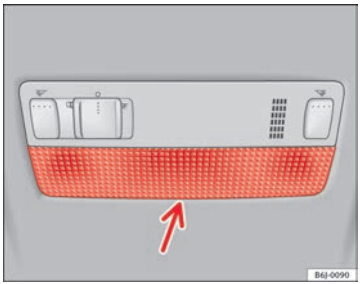

Fig. 169 Luz de lectura delantera
– Introduzca un destornillador fino por su parte plana entre la carcasa y el cristal ⇒ fig. 169.